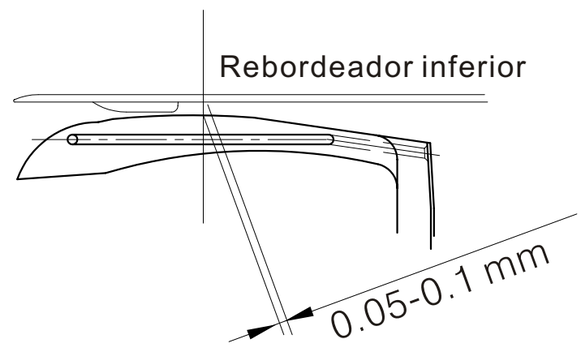

Fig. 46
(3) El espacio desde el rebordeador inferior hasta la parte superior del bucleador es de 0.05-0.1 mm. (Fig. 46)